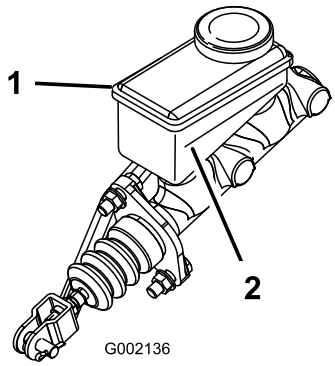

Figur 49
2. Titta på markeringen på sidan av vätskebehållaren (Figur 49).
B. Tillsätt DOT 3-bromsvätska i behållaren tills vätskenivån är ovanför miniminivålinjen (Figur 49).